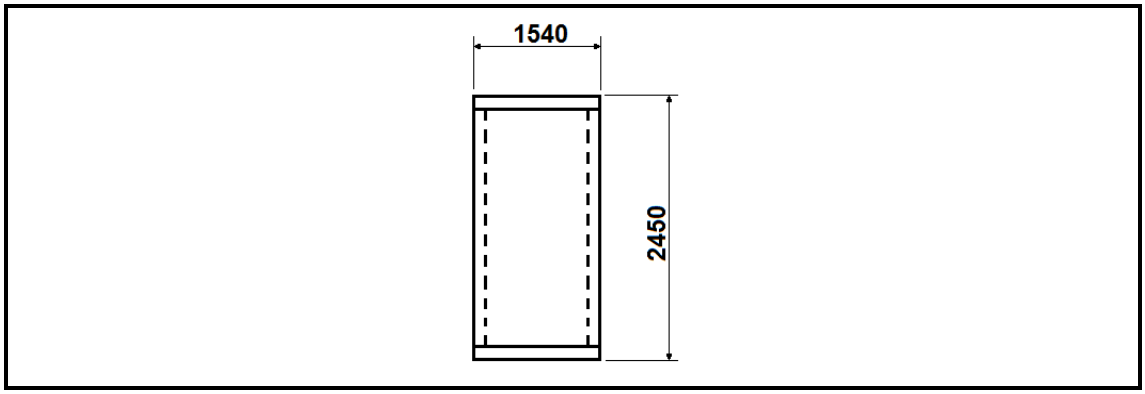

FIGUUR 8
5.1 FIGUUR 8 toon 'n gesweiste tenk. Die materiaal is 12 millimeter dik. Die tenk is geseël met 'n boonste deksel en onderste basis. Die afmetings is buiteafmetings.